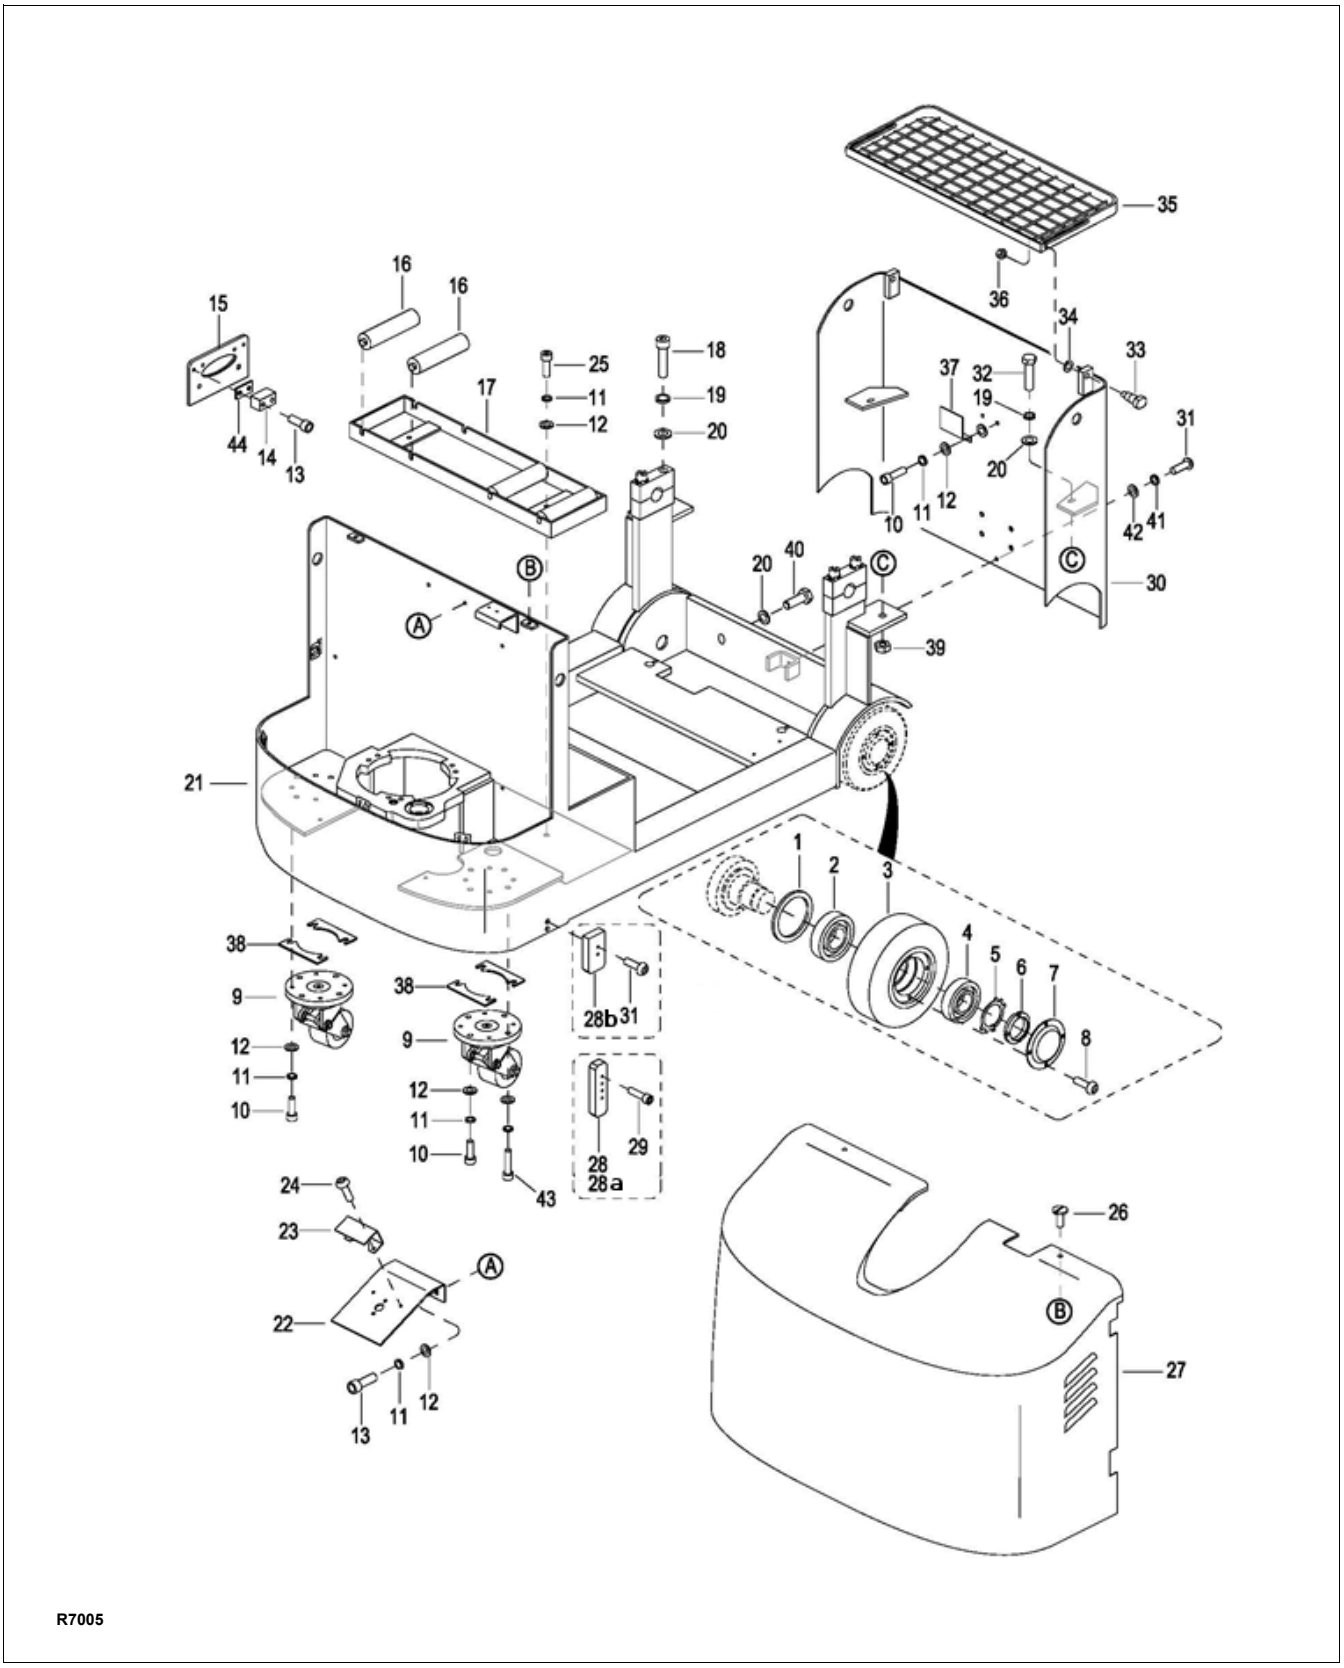

Figure 6-2 Frame
4. Remove four screws (8, Figure 6-2) and cover (7).
5. Remove nut (6), washer (5) and load wheel (3).
6. Remove seal (1) from load wheel (3).
7. Remove bearings (2 and 4) from load wheel (3).
1. Pack bearings (2 and 4, Figure 6-2) with grease.
Casters provide additional stability. Installation of the casters is shown in Figure 6-2 and repair parts are shown in Figure 11-3.